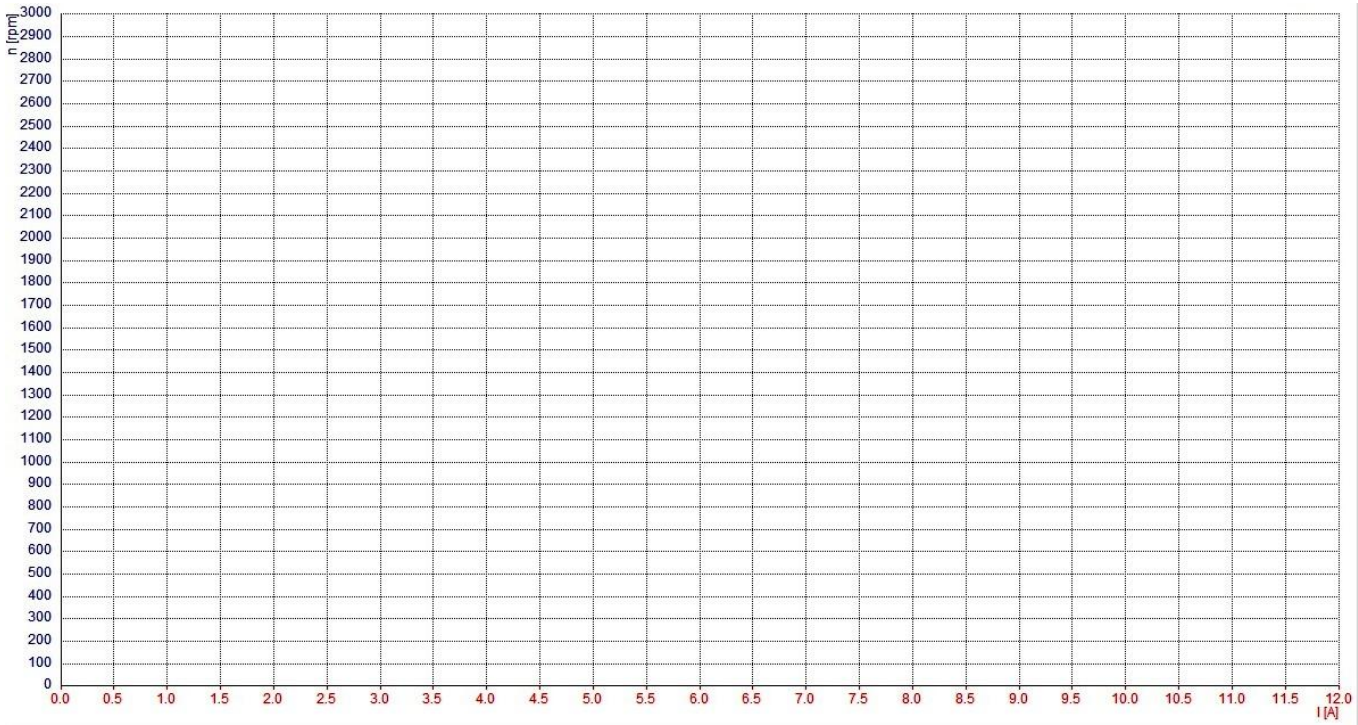

Рис. 3. Электромеханическая характеристика.
2. Используя текстовый файл папки «Отчет» постройте на рис. 3 естественную электромеханическую характеристику. Отметьте на графике: номинальную скорость вращения, номинальный ток, скорость идеального холостого хода.